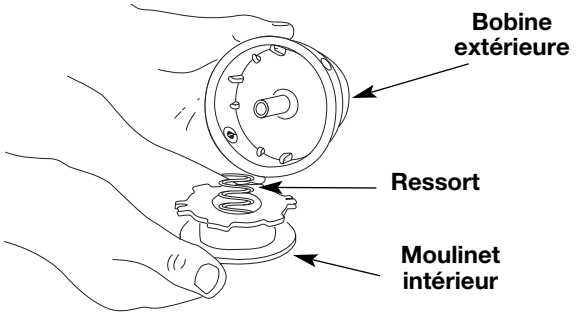

Fig. 13
2. Retirez le moulinet intérieur de la bobine extérieure (Fig. 13).
3. Retirez le ressort du moulinet (Fig. 13).
2. Retirez l'ancien moulinet intérieur de la bobine extérieure (Fig. 13).
3. Retirez le ressort de l'ancien moulinet intérieur (Fig. 13).